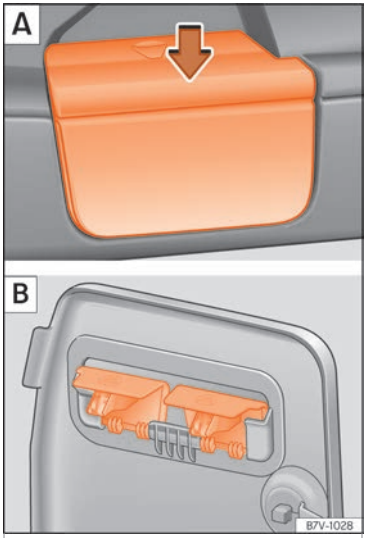

Fig. 169 Remove the shelf supports A then put them away safely B.
- Remove the shelf from the side trim support ››› Fig. 169 **A**. To do this, press the shelf upwards (arrow) and remove it.
- Open the compartment in the left-hand side boot lining ››› **page 169** and hook the shelf to the rear of the compartment lid ››› Fig. 169 **B**.